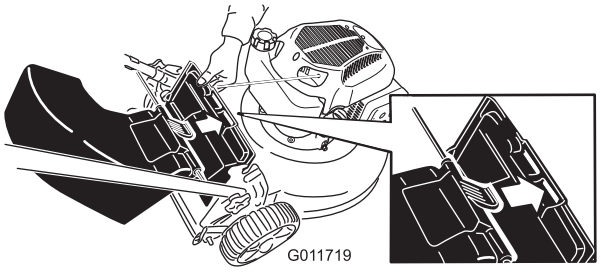

Bild 21
3. Setzen Sie die Lasche am Heckauswurfablenkblech in den rechten Schlitz am hinteren Ablenkblech (Bild 21).